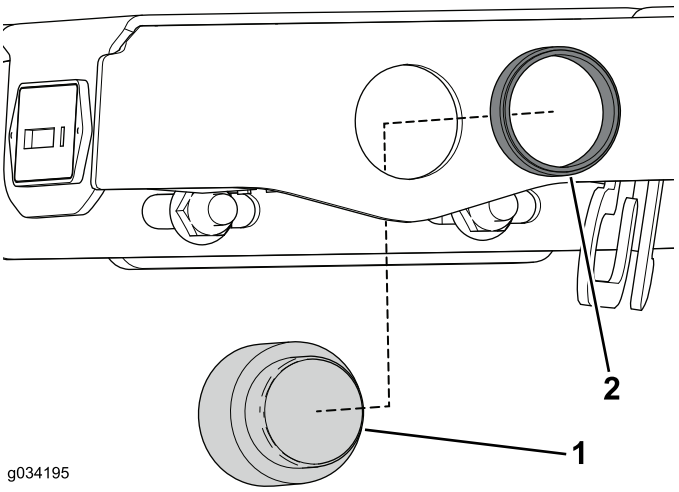

Figura 11
2. Retire el anillo de retención moleteado de la alarma y retire la alarma de la consola (Figura 11).